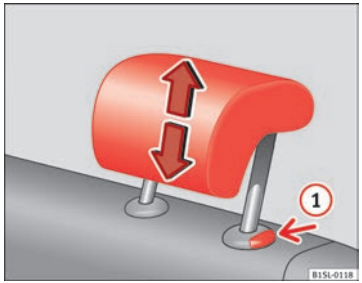

Fig. 32 Removing the rear head restraint
- Pull the head restraint out of the fitting without releasing the button ⇒ Fig. 32 (1).